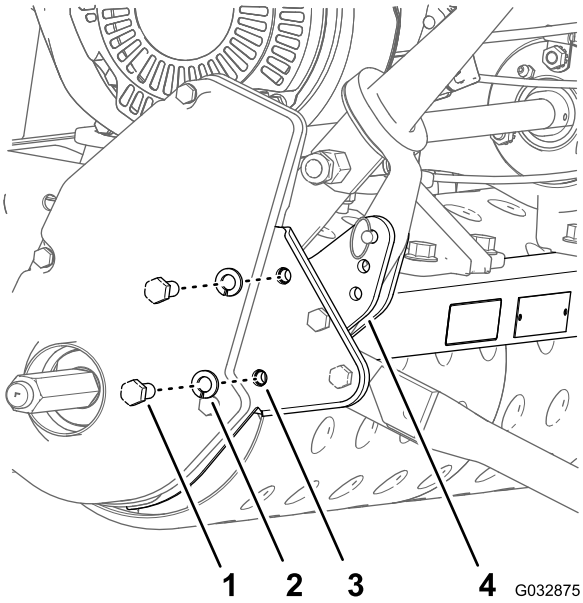

図 6
8. スプリングアンカーブラケットと左サイドプレートを機体の後フレームの外側パッドに固定しているボルト3/8 x 7/8 インチ2本とロックワッシャ3/8 インチ2枚を取り外す図 6。